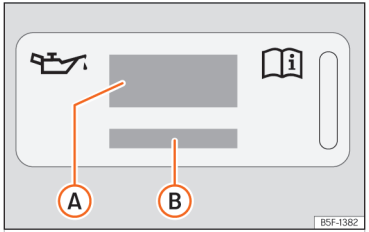
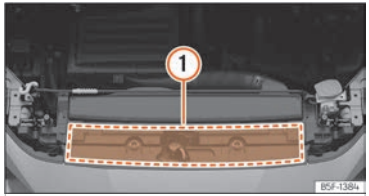

Fig. 177 Al compartiment del motor: etiqueta d'oli de motor
Fig. 178 Al compartiment del motor: zona d'ubicació de l'etiqueta d'oli de motor
Llegenda de la ››› **fig. 177**:
Si heu d'omplir l'oli del motor, utilitzeu un dels olis indicats a l'etiqueta ››› **fig. 177**. L'etiqueta amb la norma prescrita es troba a la part davantera al compartiment del motor ››› **fig. 178** (1). Si utilitzeu l'oli de motor recomanat, es pot corregir el nivell de l'ompliment tantes vegades com calgui.
- Si falta l'etiqueta amb l'especificació de l'oli motor ››› fig. 177, poseu-vos en contacte amb un taller especialitzat.